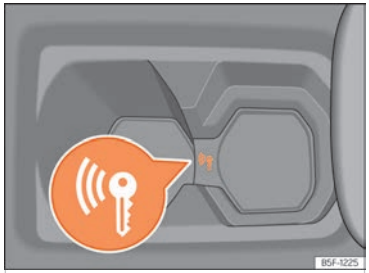

Fig. 118 A la consola central: arrancada d'emergència.
- Immediatament després de pressionar el polsador d'arrencada, poseu la clau al portabegudes de la consola central ››› fig. 118, al més a prop possible del logotip *Kessy*.